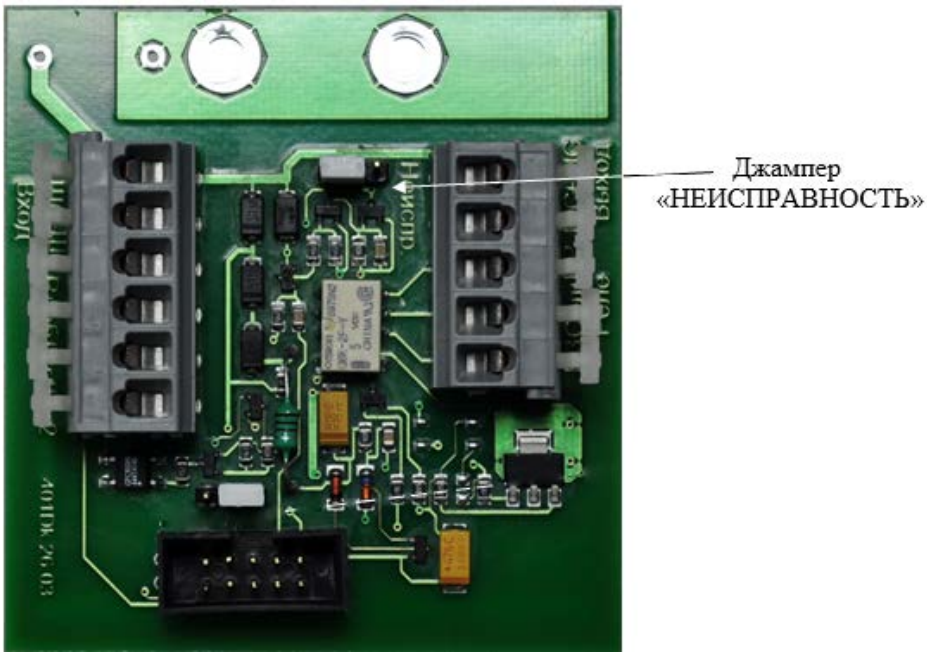
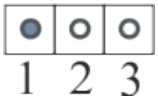

Рисунок 4 – Клеммная плата извещателя (для примера указана показана плата с подогревом)
Рисунок 5 – Установка джампера
На рис. 4 показаны клеммные контакты, расположенные внутри клеммного отделения извещателя. На рис. 5 указана схема клеммных контактов.
- 2-х проводная схема подключения – джампер «НЕИСПРАВНОСТЬ» установлен на контактах 1-2 (по умолчанию), рис. 5;
- 4-х проводная схема подключения – джампер «НЕИСПРАВНОСТЬ» установлен на контактах 2-3, рис.5.